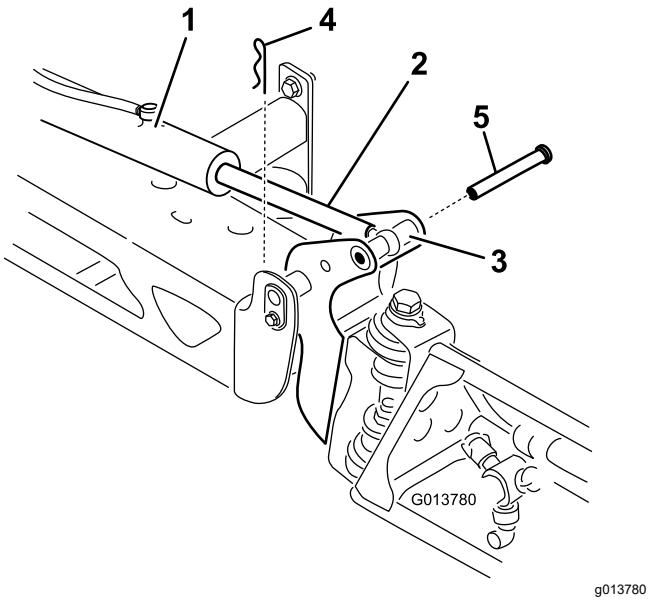

Figura 69
2. Retire la chaveta del pasador (Figura 69).
3. Eleve la sección, retire el pasador, y baje la sección lentamente al suelo (Figura 69).
7. Sujetando la sección de fumigación, introduzca el pasador a través del pivote del brazo y del émbolo del actuador (Figura 69).